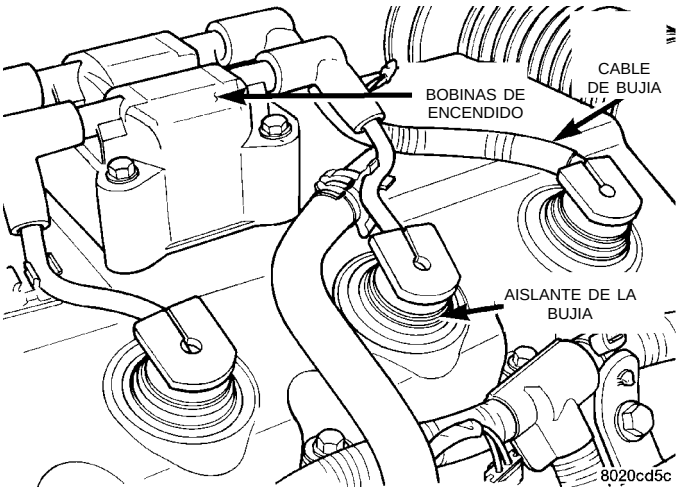

Fig. 20 Conjunto de bobinas de encendido
(2) Retire el conjunto de bobina de encendido (Fig. 20).
(3) Retire los pernos de la tapa de culata de cilindros.
(4) Retire la tapa de la culata de cilindros.